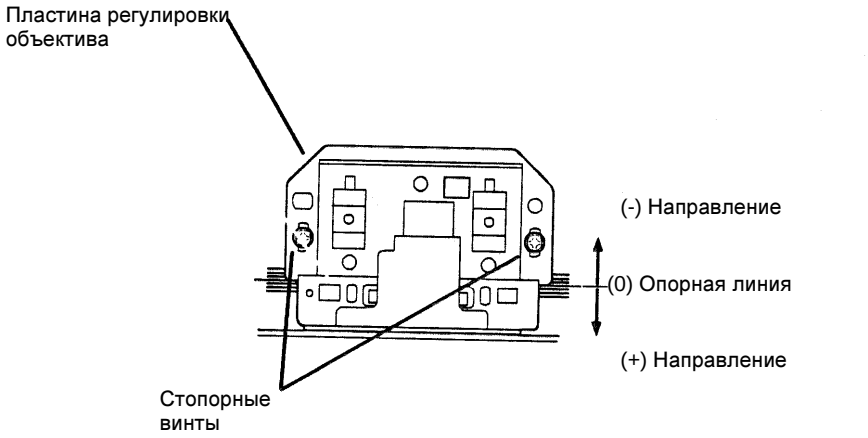

Рисунок 1. Регулировка модуля объектива/ПЗС
1. (Рисунок 1): Установите модуль так, чтобы регулировочная пластина объектива была совмещена с линиями на пластине основания в соответствии с номером, указанным на пластине объектива.